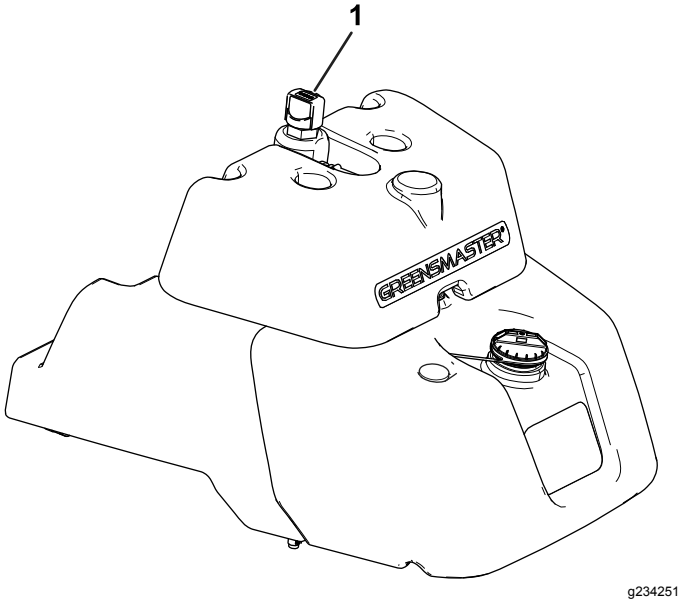

**Figuur 43**
- Als uw tank niet over een kijkglas beschikt, gebruikt u de peilstok bovenaan de hydraulische hoofdtank (Figuur 43) en gaat u verder met stap 3.